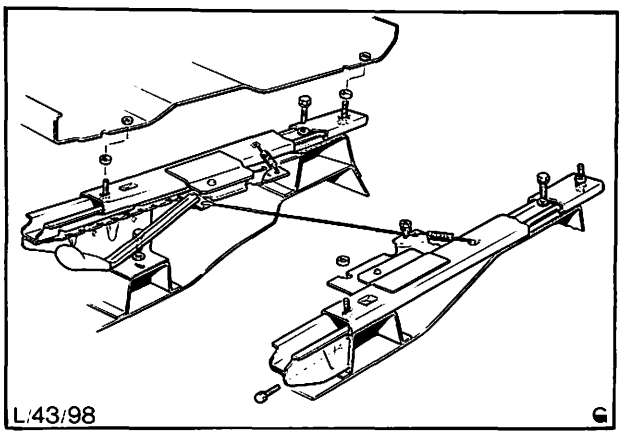

Abb. 61 Sitzversteller
1. Sitz umkehren und Sitzversteller von der Unterseite des Sitzes abschrauben (jeweils 2 Schrauben), Abb. 61.